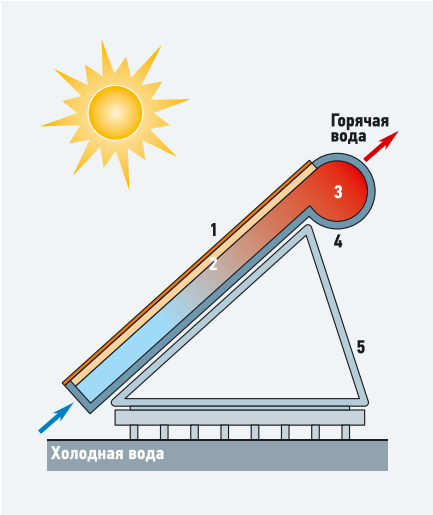

**Рис. 4.** Схема емкостного СК (**1** — стекло; **2** — абсорбер с селективным покрытием; **3** — вода; **4** — теплоизоляция; **5** — опора)
Одной из конструкций СК, совмещающей технические решения плоских СК и термосифонных баков-аккумуляторов является емкостный солнечный коллектор. На рис. 4 представлена схема такого коллектора. Абсорберы емкостных СК выполняют как правило из металлов с селективным покрытием. Толщина металла определяется расчетным давлением воды в баке. Максимальная рабочая температура не превышает 100 °С. В качестве прозрачных покрытий применяются гелиотехническое стекло, поликарбонат, концентраторы солнечного излучения. Вместимость емкостных коллекторов — от 60 до 100 л в расчете на 1 м$^2$ абсорбера. Материалы бака — металлы и пластик. В качестве теплоизоляции применяют обычные материалы.
На диаграммах рис. 4 и 5 представлены значения $K_{\text{г}t}$ и $K_I$, отсортированные в порядке возрастания, рассчитанные по опытным данным [4] и по модели [1]. Те же, отсортированные аналогично величины, соответствующие условиям экспериментов [5], отображены на рис. 6 и 7.
**Рис. 4. Значения изменений температуры, отнесенные к температурному напору $K_{\text{г}t}$, рассчитанные по условиям экспериментов [4]** ($\delta_0$ — диаметр отверстия в газораспределительной решетке ПА; $l$ — ширина щели в газораспределительной решетке ЦБА; **а** — сопоставление тепловлажностной обработки воздуха в ПА и оросительных камерах СКВ: **1** — оросительная камера СКВ; **2** — пенный аппарат, $\delta_0$ = 0,004 м; **3** — пенный аппарат, $\delta_0$ = 0,006 м; **б** — сопоставление тепловлажностной обработки воздуха в ЦБА и оросительных камерах СКВ: **1** — оросительная камера СКВ; **2** — центробежно-барботажный аппарат, $l$ = 0,001 м; **3** — центробежно-барботажный аппарат, $l$ = 0,002 м)